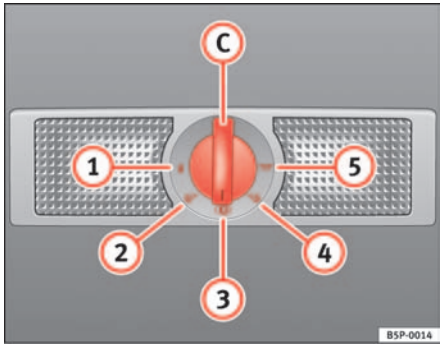

Fig. 84 Detail of the roof: Rear interior light and reading lights
The switch ⇒ fig. 84 (C) is used to select the following positions:
In switch position ⇒ fig. 84 (1), the interior and reading lights are switched off.